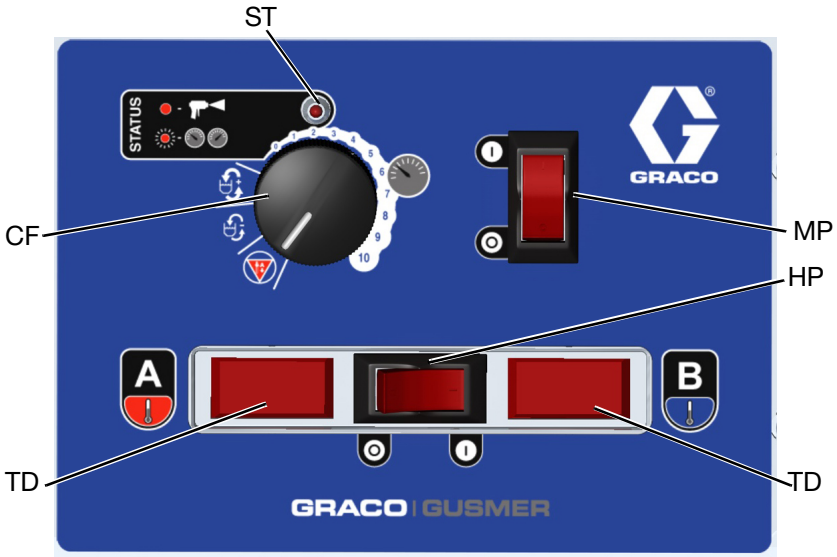

FIG. 3 Comandi e indicatori (unità riscaldata in figura)
J	Pannello di controllo; vedere FIG. 3, pagina 14
Vedere FIG. 3. I sensori della temperatura del fluido (U) monitorano la temperatura effettiva del fluido dei componenti A e B inviato alla pistola a spruzzo. Presente solo sulle unità riscaldate.